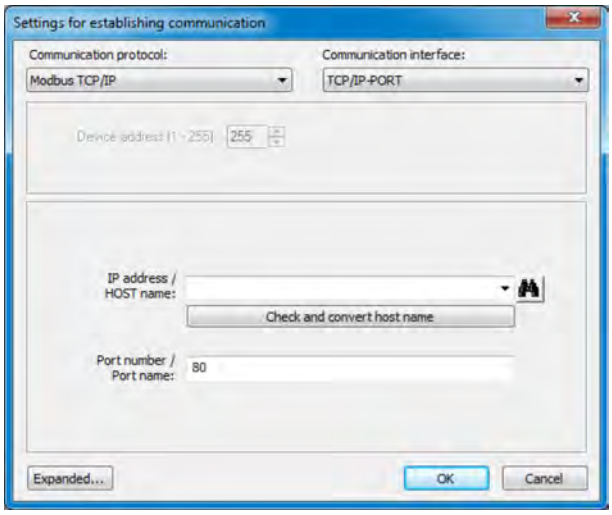

Fig. 115: Communication settings
3. Make your protocol and interface settings and click OK. If necessary, first click "Advanced ..." to perform advanced communication settings. (See Fig. 115 .)